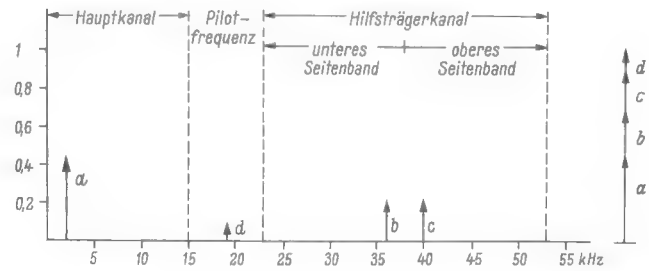

Bild 12. Aufteilung des max. Frequenzhubes auf das Summensignal, den Pilotton und das Hilfsträgersignal
4.7 Ist nur ein rechtes (R) oder linkes (L) Signal vorhanden, dann soll der durch die Summe der Seitenbänder des *Hilfsträgerkanals* verursachte *Frequenzhub* des Hauptträgers (FM-Senders) 45 % des gesamten Hubes nicht überschreiten (b + c in Bild 12).
4.8 Unter den Bedingungen von 4.6 und 4.7 beträgt der *gesamte* Modulations-Frequenzhub 100 % – eingerechnet 10 % für den Pilotton (d in Bild 12).